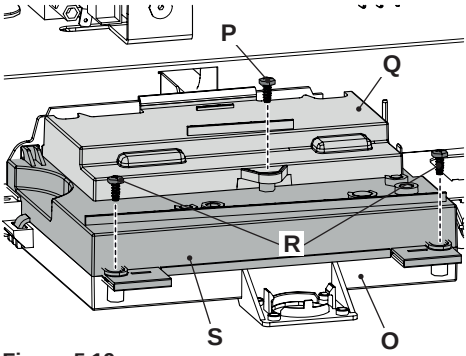

Figura 5.19
- Svitare la vite **N** (Figura 5.18) e ruotare il pannello comandi **O**, come illustrato in Figura 5.19.
- Svitare la vite **P** e sollevare il coperchio **Q** per liberare i cavi dai pressacavi (Figura 5.19).
- Svitare le viti **R** e sollevare il coperchio **S** (Figura 5.19).